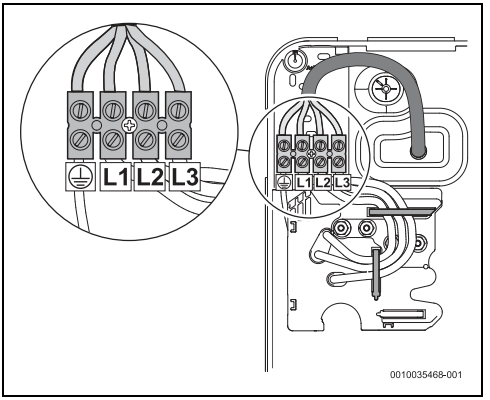

Rys. 42 Podłączenie od góry
- Podłączenie od góry (rys. 42)